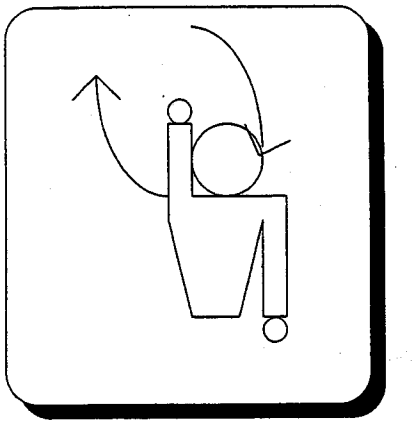

Figure 1
a. Traveling - a movement technique used when speed is necessary and contact with enemy forces is not likely. All elements of the unit move simultaneously with the unit leader located where he can best control. To execute the arm and hand signal for the traveling movement technique extend the arm overhead and swing it in a circle from the shoulder (see figure 1).